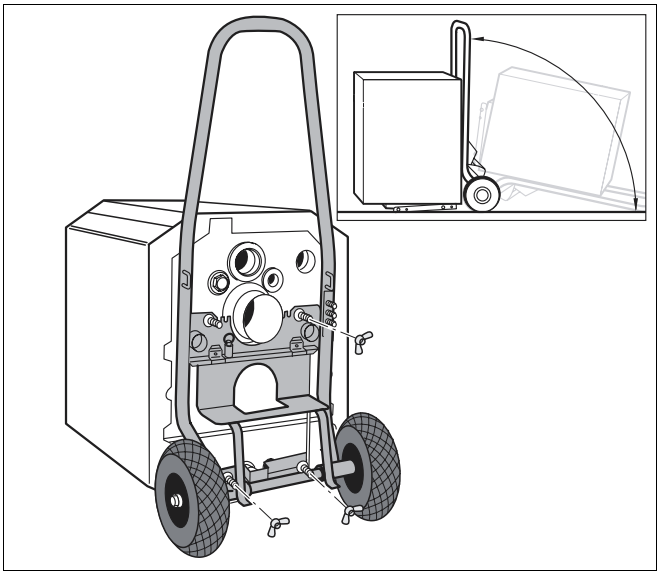

Рис. 7 Транспортировка отопительного котла на тележке
- Наклонить котел, используя какое-либо транспортное средство (➔ глава Рис. 7, страница 15) или подложив деревянный брус.